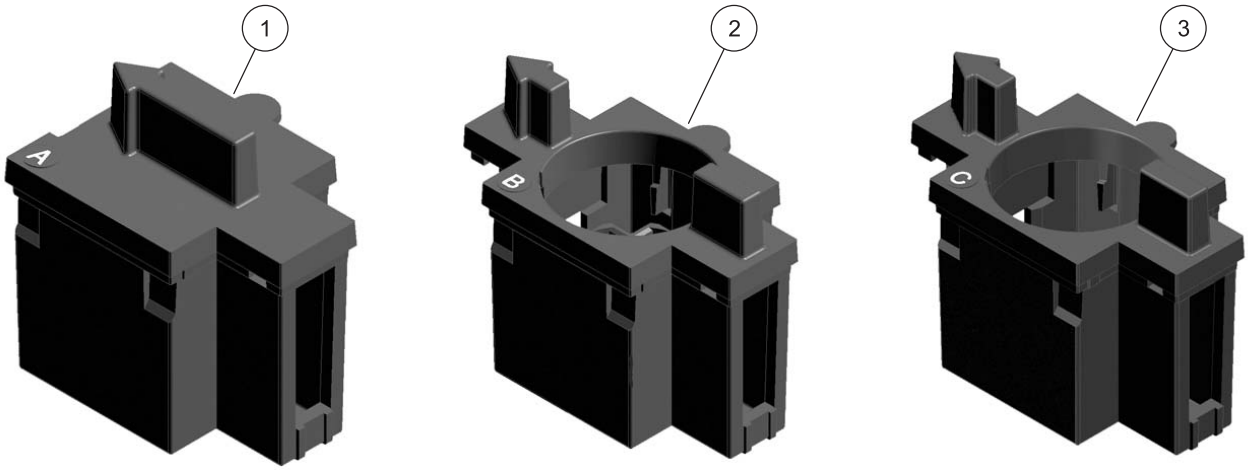

Figure 4 Cuvette/Sample cell adapters
3. Insert the adapter so the arrow on top of the adapter points to the left (Figure 5 on page 16) and the orientation tab fits the groove in the compartment opening. The cuvette/sample cell type imprint should be legible on the adapter (Figure 4).